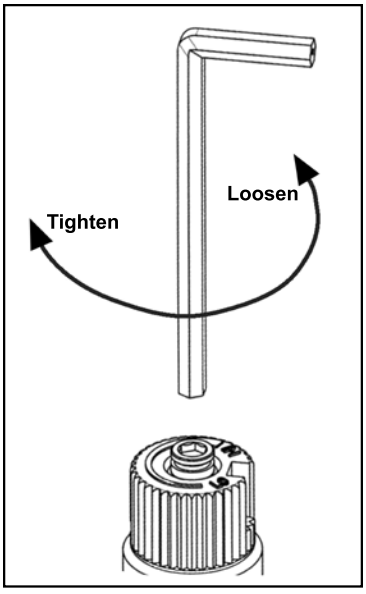

**Figure 12: Removing valve screw.**
b) Insert a 5/32" or 4 mm Allen wrench into the hexagonal key-way of the screw (see Figure 12), rotate it counter-clockwise until it is free and extract it.
e) Using the Allen wrench as shown in Figure 12, rotate the screw clockwise until a torque of 9 inch lbs. **WARNING!** Do not over tighten the screw. It is recommended that you grip the wrench by the short side.